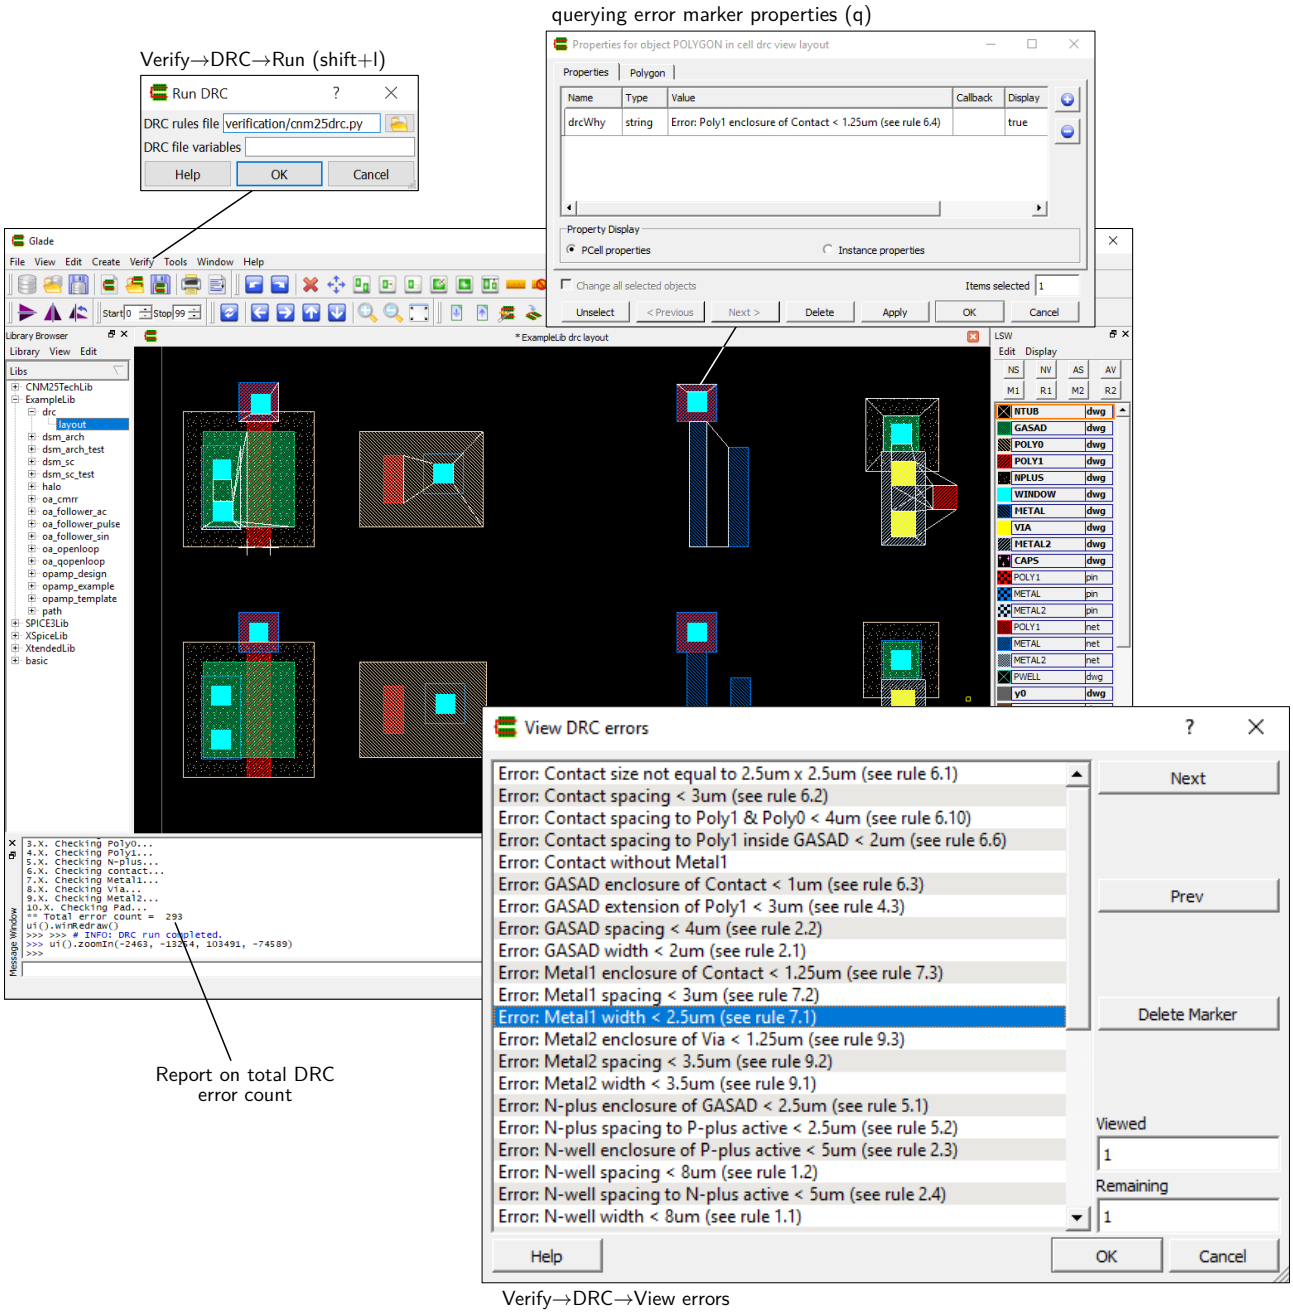

Figure 36 | Example of Glade DRC error browsing for `ExampleLib`→`drc`→`layout`.
4. Open the DRC results browser through Verify→DRC→View Errors, or select a particular error marker and query for its properties (q), as shown in Fig. 36.